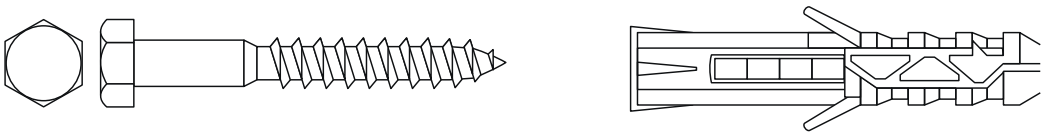

Рисунок 7.4.1 Шуруп с шестигранной головкой «Глухарь» с дюбелем
2) Сверление производить сверлом диаметром 16 мм. В отверстия установить распорные дюбели диаметром 16 мм и длиной 80 – 120 мм (рис. 7.4.1.);